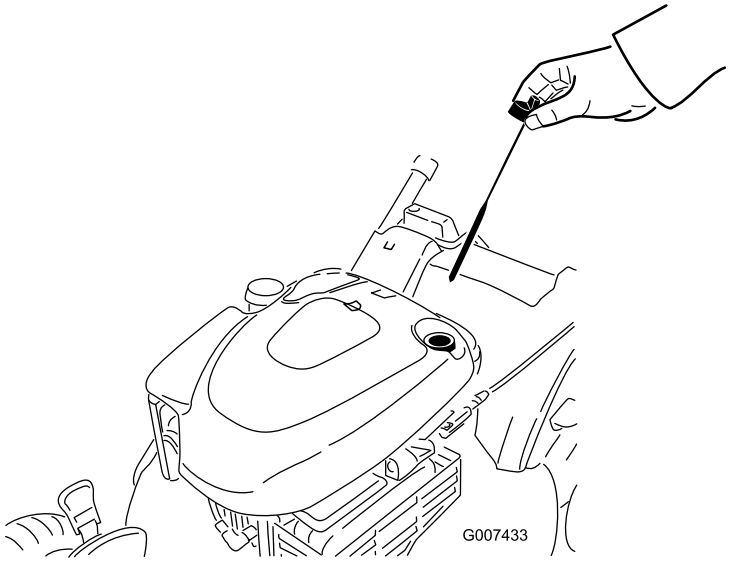

Figur 29
2. Fjern peilestaven (Figur 29).